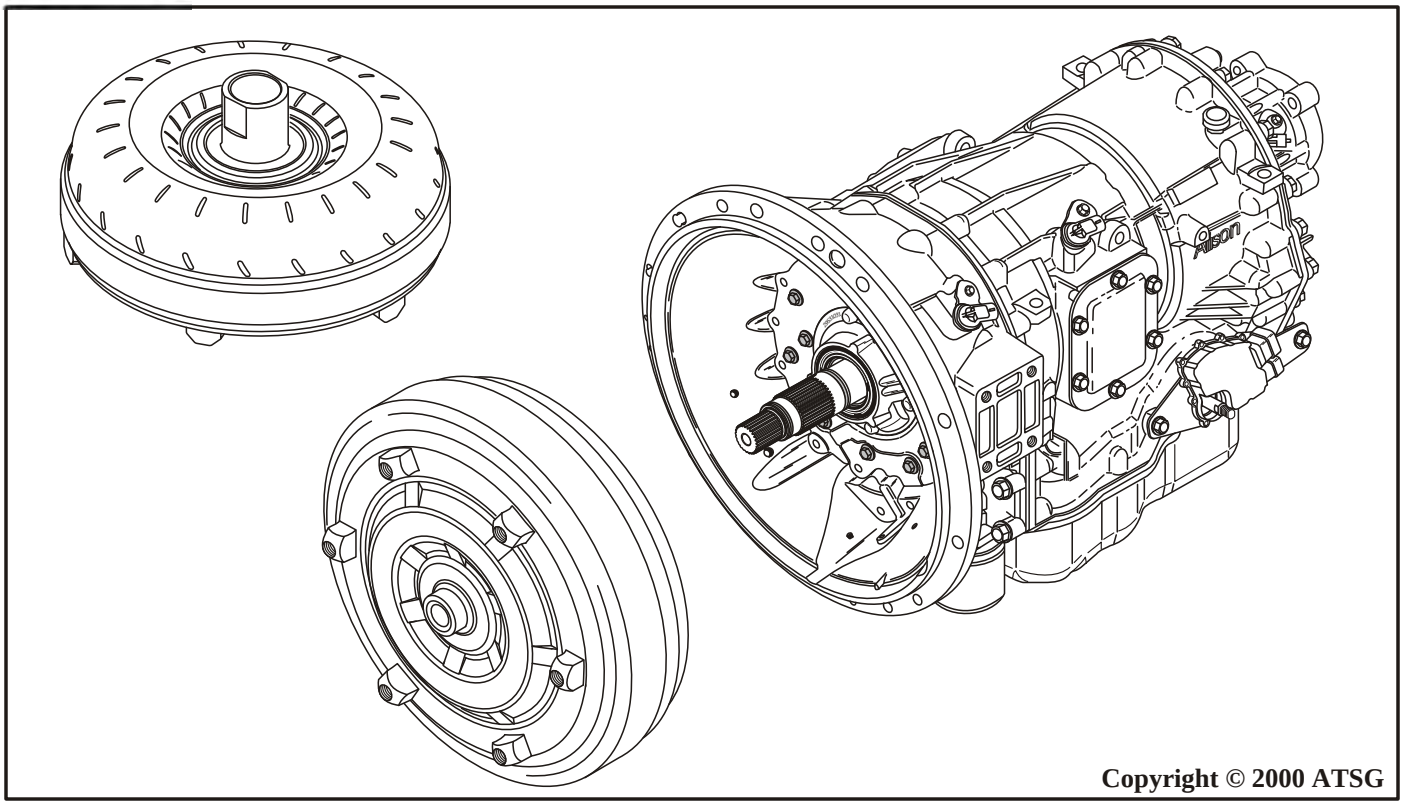

Figure 44
4. With transmission assembly locked, in the pan facing down position, remove the converter by pulling it straight out (See Figure 44).